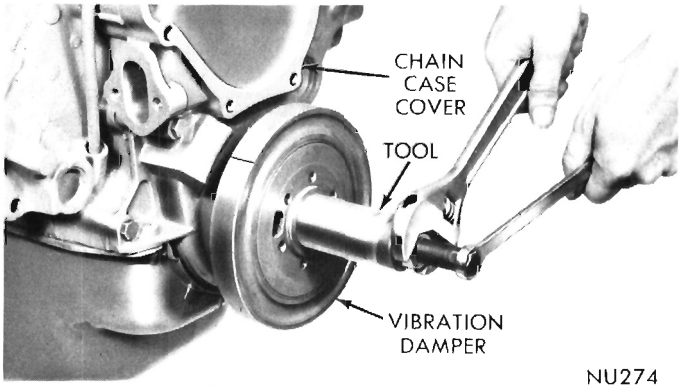
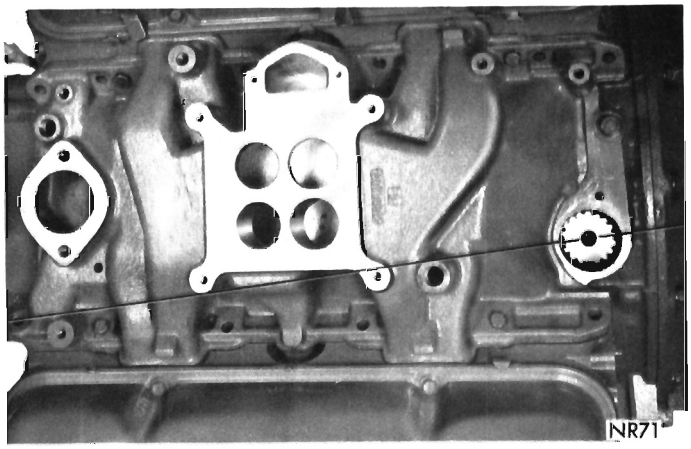

Fig. 32—Installing Vibration Damper Assembly
Fig. 33—Positioning of Distributor Drive Gear (340 Cubic Inch Shown)
(3) Lubricate seal with lubriplate, position damper hub slot on key in crankshaft, and slide hub on crankshaft.
(4) Place installing tool, part of Puller set Tool C-3688 in position and press damper hub on crankshaft (Fig. 32).
(5) Slide pulley over the shaft and attach with bolts and lockwashers. Tighten the bolts to 15 foot-pounds.
(6) Install damper hub retainer washer and bolt.
(7) Install fuel pump and fuel lines.
(8) Install water pump and housing assembly using new gaskets. Tighten bolts to 30 foot-pounds.
(9) Install radiator, fan and belt, hoses and close drains.
(10) Fill cooling system.
(11) With timing indicator on "O" install distributor drive gear with slot pointing to the first intake manifold bolt on left side of engine (Fig. 33).
(1) Rotate crankshaft until No. 1 cylinder is at top dead center on the firing stroke.
(2) When in this position, the straight line on vibration damper should be under ("O") on the timing indicator.
(3) Coat shaft and drive gear with engine oil. Install the shaft so that after gear spirals into place, it will index with the oil pump shaft, so slot in top of drive gear will point to the first intake manifold bolt on left side of engine as shown in (Fig. 33).